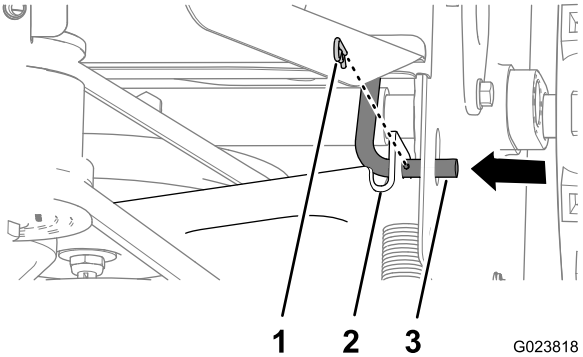

Bild 41
2. Nehmen Sie den Splint von der Fahrantriebsstange ab (Bild 41).
3. Bewegen Sie die Stange nach innen, um die Fahrantriebsstange von der Fahrantriebshalterung abzunehmen (Bild 41).
5. Schieben Sie die Fahrantriebshalterung nach hinten und fluchten das Loch in der Halterung mit der Fahrantriebstange aus (Bild 41).
6. Stecken Sie die Stange durch die Halterung und befestigen sie mit dem Lastösenbolzen (Bild 41).